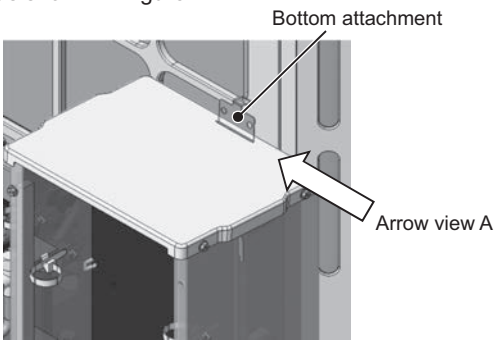

Figure 13
(15) Make sure that no undue force is applied to the wires from which cable straps were removed in steps (8) through (13). Position the bottom attachment that was removed in step (5) above on the fin guard as shown in Figure 13, and then hook the main control box on the attachment as shown in Figure 12.